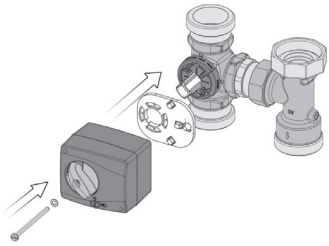

Fig. 19
6. Placer le dispositif anti-torsion (9) sur la vanne mélangeuse à trois voies (fig. 19).
7. Monter le moteur sur l'adaptateur (3) (fig. 19).
8. Serrer la vis (4) avec la rondelle dentelée (5) avec un couple de 5 Nm (fig. 19).